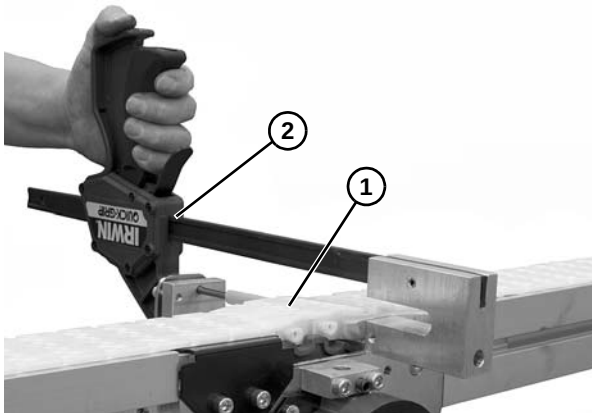

Figure 29
4. Install belt around conveyor ends and bring the ends of the belt **(Figure 29, item 1)** together.
5. Insert the belt rod. Use a punch and hammer or belt removal tool #203480 **(Figure 29, item 2)** to press pin just below flush with side of belt. Stop when pin detent is felt.